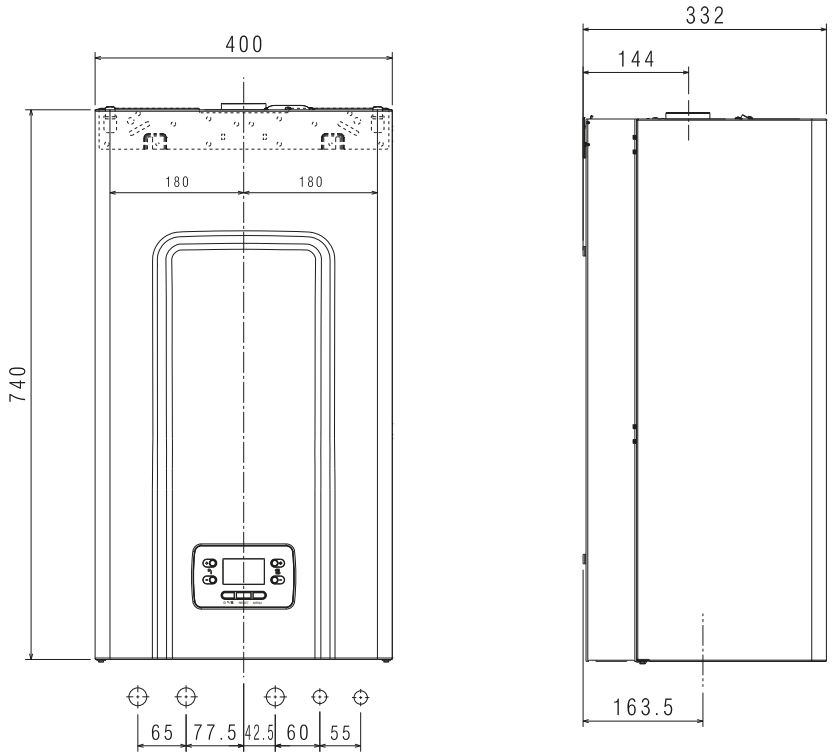
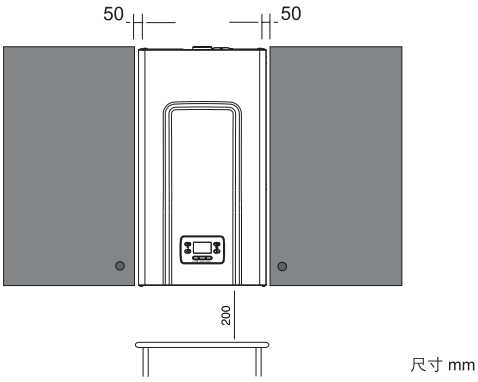

Fig. 1
Fig. 4
1. 锅炉安装 （Fig.1-Fig.4）
- 至少为锅炉预留最小的防火与维护空间 (Fig.4)。